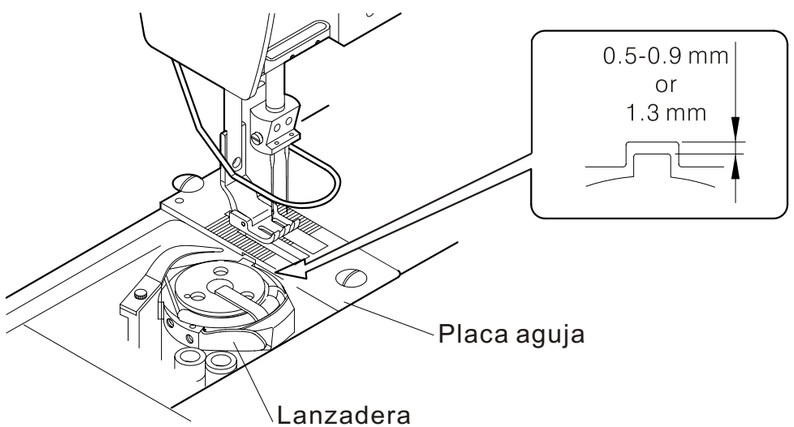

Fig. 9
3. Si es necesario cambie la lanzadera, por favor tenga cuidado y no afloje la arandela algunos modelos tienen dos arandelas.(Fig. 9)